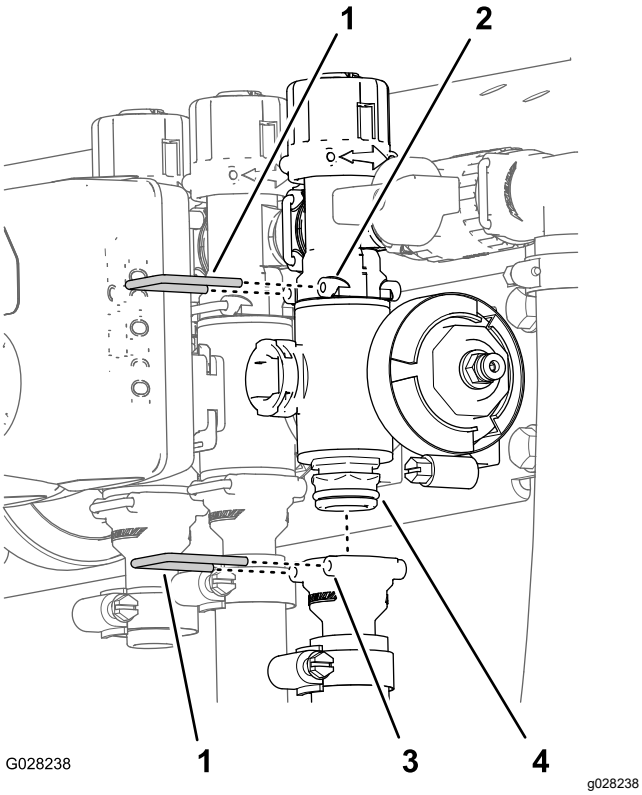

Figure 122
2. Remove the retainers that secure the outlet fitting to the section valve manifold and the valve manifold to the bypass fitting (Figure 122).